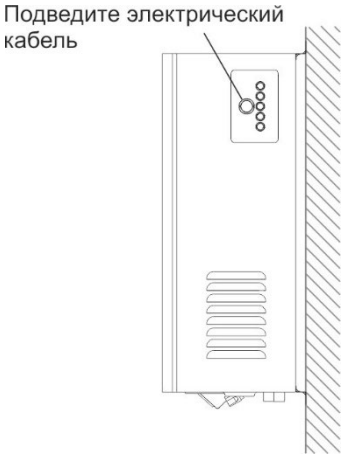

Рис. 9. Расположение панели вывода электрического кабеля
C) Подведите сетевой кабель (Рис. 9)